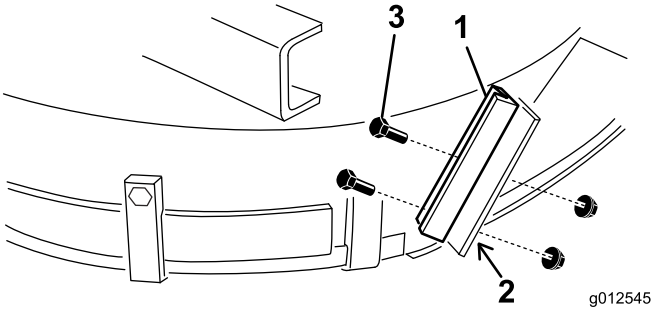

図 17
1. 新しいデフレクタストップを型紙として、元の平らなデフレクタストップの上にセットする 図 17。新しいデフレクタストップの底面が面一となっており、デッキ側面に接触し、デフレクタサポートの外側エッジに平行であることを確認する。
3. 古いデフレクタストップに新しいデフレクタサポートを取り付けるボルト1/4-20 x 3/4 インチ2本とナットロックナット1/4-20 インチを使って 図 17 のように取り付ける。